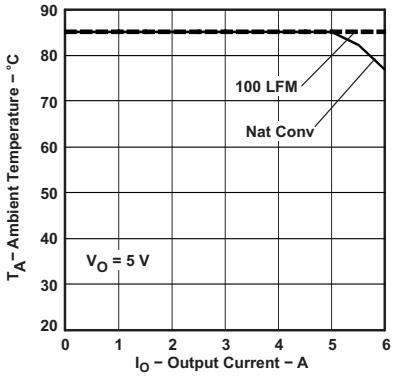
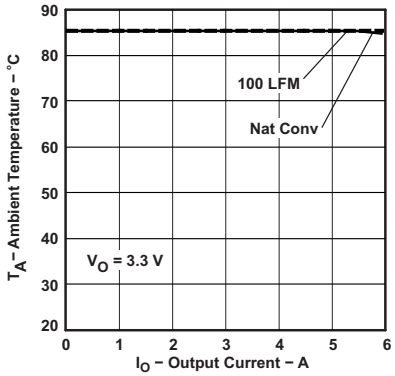
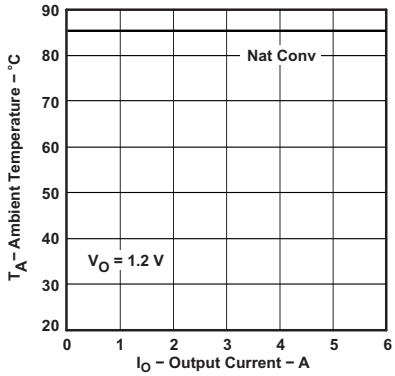

Figure 4.
Figure 5.
Figure 6.
(2) The temperature derating curves represent the conditions at which internal components are at or below the manufacturer's maximum operating temperatures. Derating limits apply to modules soldered directly to a 100 mm x 100 mm double-sided PCB with 2 oz. copper. Applies to Figure 4, Figure 5 and Figure 6.